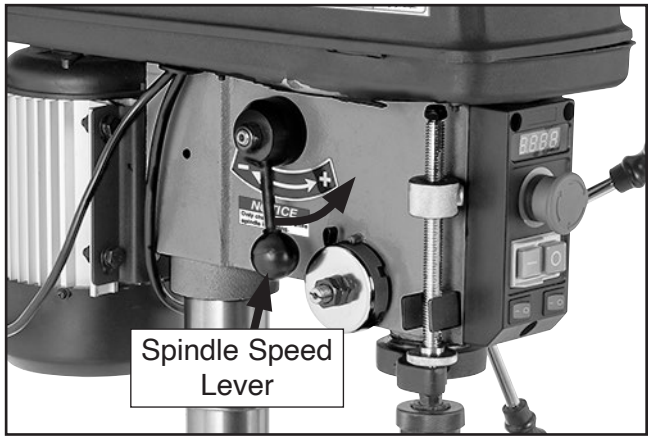

**Figure 46.** Spindle speed lever location.
2. Adjust spindle speed lever fully forward to highest speed setting (see **Figure 46**) to release belt tension.